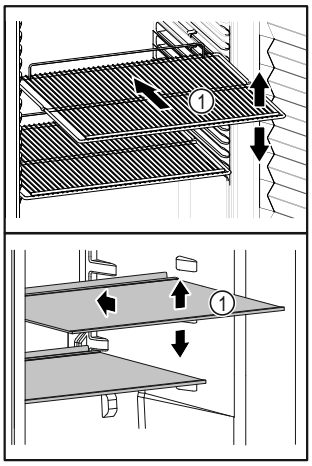

Fig. 62 Reprezentare exemplificativă
- ❑ Dacă polițele *Fig. 62 (1)* pot fi mutate, adaptați-le în funcție de înălțime.